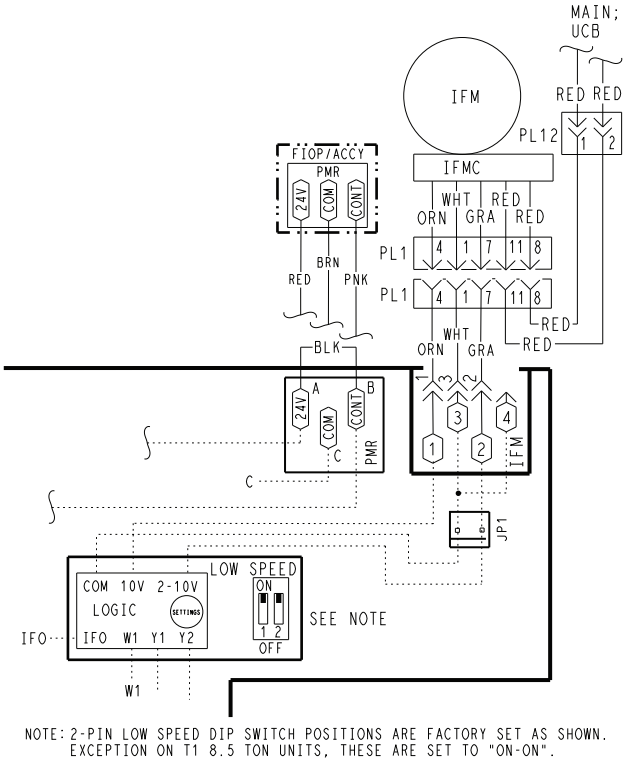

Fig. 32 — Supply Fan Control Wiring Diagram
8. Check for proper motor control voltage signal of 9.7 vdc to 10.3 vdc at IFM-1 and IFM-3 on Unit Control Board (UCB). See Fig. 32.